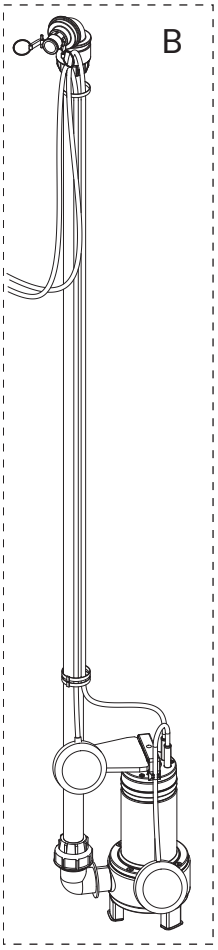

Bild 3
- Om pumpbrunnen har kapats måste pumpmodulen B även kapas till samma höjd (bild 3)